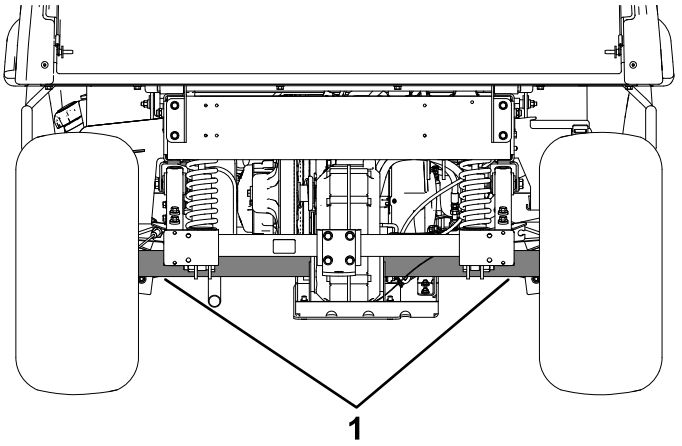

Figur 21
- Løftepunktet bagest på maskinen findes under akselrørene (Figur 21).